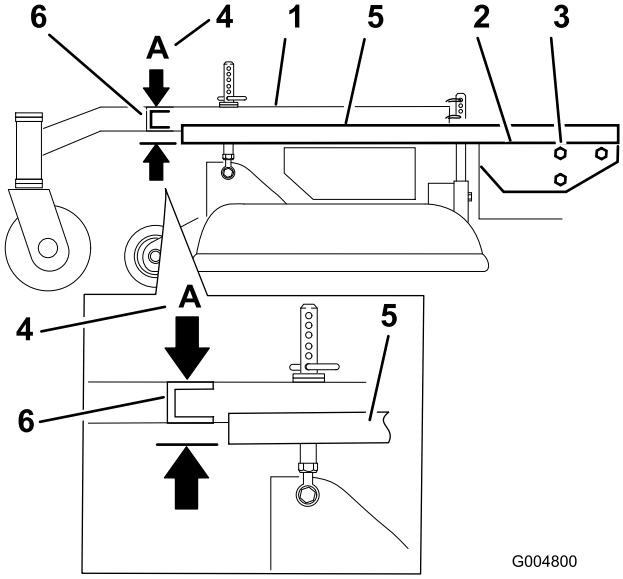

Figur 52
3. Placera en lång rak kantbit ovanpå motordäcket enligt Figur 52.
4. Vid bärramens korskanal mät höjden vid punkt **A** (Figur 52). Detta mått måste vara 33 mm, plus eller minus 6 mm.
6. Lossa bärramens monteringsskruvar på båda sidorna av maskinen (Figur 52).
7. Rikta in bärramen och motordäcket på 33 mm, plus eller minus 6 mm vid punkt **A** (Figur 52).